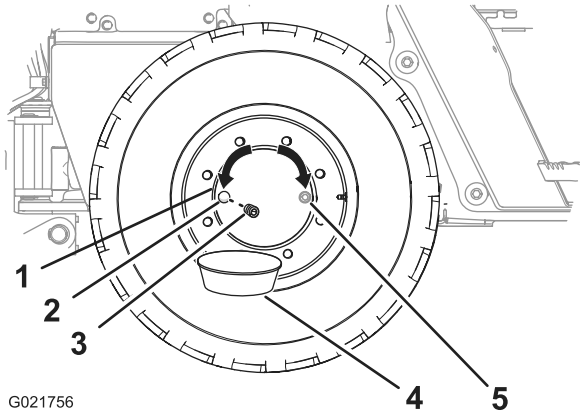

Figura 83
2. Mueva la máquina hacia adelante o hacia atrás hasta que el tapón del cubo de la rueda está en la posición de las 3 o de las 9 (Figura 83).
4. Coloque un recipiente de vaciado debajo del orificio de vaciado del cubo de la rueda (Figura 83).
5. Retire el tapón del cubo de la rueda (Figura 83).
6. Compruebe que el nivel de aceite llega a la parte inferior de las roscas del orificio de aceite (Figura 83).
8. Instale el tapón en el orificio de aceite del cubo de la rueda (Figura 83).